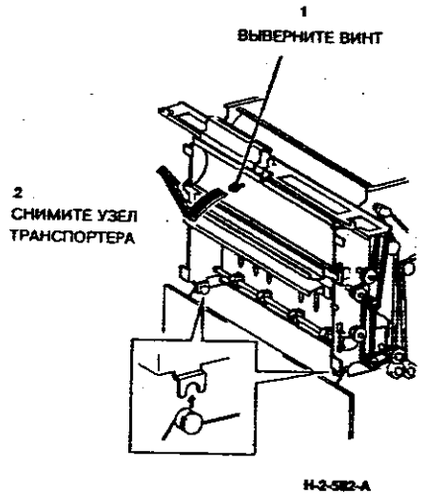

**Рисунок 4. Снятие узла транспортера**
6. (Рисунок 4) Снимите узел транспортера сортера.